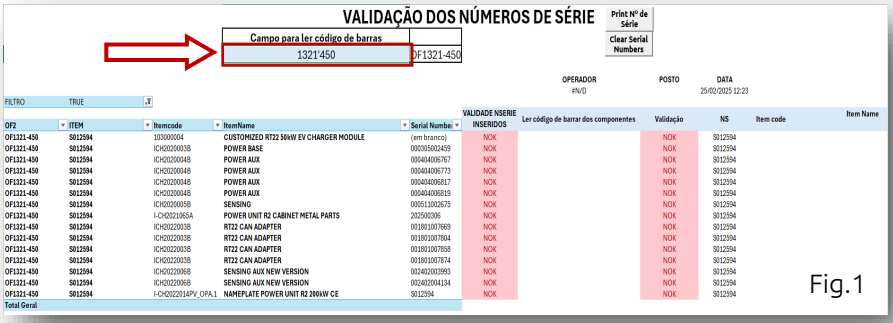
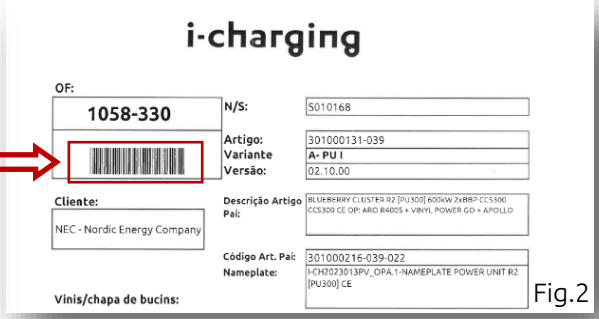

Fig.1
Fig.2
- No ficheiro "Validação_NS_VQ_V1.1" colocar o cursor na célula assinalada em baixo fig.1 e com o leitor de código de barras apontar e "picar" o código de barras assinalado na fig.2 para reconhecer a OF.